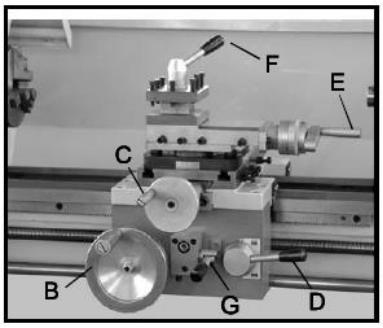

Рис.15
10. Продольная подача (B, Рис. 15)
11. Маховик поперечной подачи (C, Рис. 15)
12. Рукоятка маточной гайки (D, Рис. 15)
13. Рукоятка перемещения верхних поворотных салазок суппорта (E, Рис. 15)
14. Зажимная рукоятка резцедержателя (F, Рис. 15)
15. Переключатель подачи по осям (G, Рис. 15)
Поверните рукоятку (G, Рис. 15) влево и вниз, чтобы включить поперечную подачу. Поверните рукоятку вправо и вверх, чтобы включить продольную подачу.